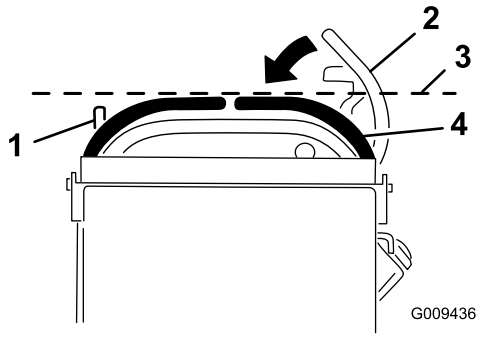

Figur 68
3. Tryck den högra rörelsereglagespaken nedåt, ut ur det neutrala låsläget (Figur 68).
4. Kontrollera om den högra rörelsereglagespaken är i horisontell linje med den vänstra (Figur 68).